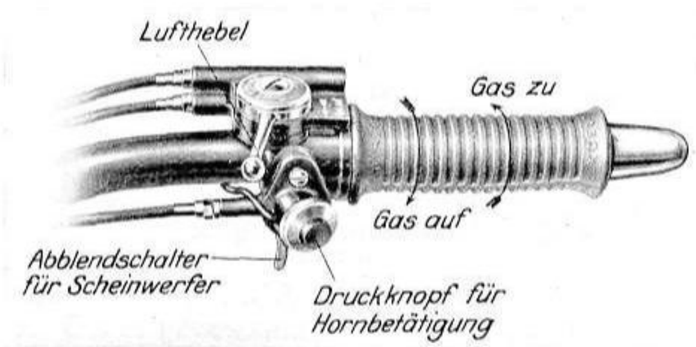

Abb. 33 Drehgriff
a) Drehgriff und Lufthebel: Der Drehgriff, der durch Bowdenkabel auf den Gasschieber des Vergasers wirkt, öffnet durch Linksdrehung, also nach rückwärts und schließt durch Rechtsdrehung — nach vorwärts — (Abb. 33). Beim Leerlauf bleibt der Drehgriff geschlossen. Der Lufthebel wirkt durch Bowdenkabel auf den Luftschieber des Vergasers und kann beim Anlassen des Motors fast ganz geschlossen sein, muß aber unmittelbar nach dem Anlauf etwa halb geöffnet werden, weil der Motor sonst zu fettes Gemisch erhält.